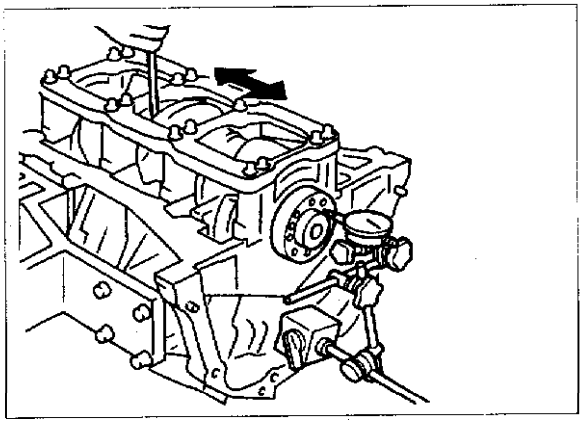

图 2-9-36
④见图 2-9-36，测量曲轴轴向间隙。轴向间隙标准值为 0.10~0.25mm；极限值为 0.30mm。若间隙超过极限值，应更换轴瓦。
⑤安装轴瓦。
⑥安装活塞连杆组。